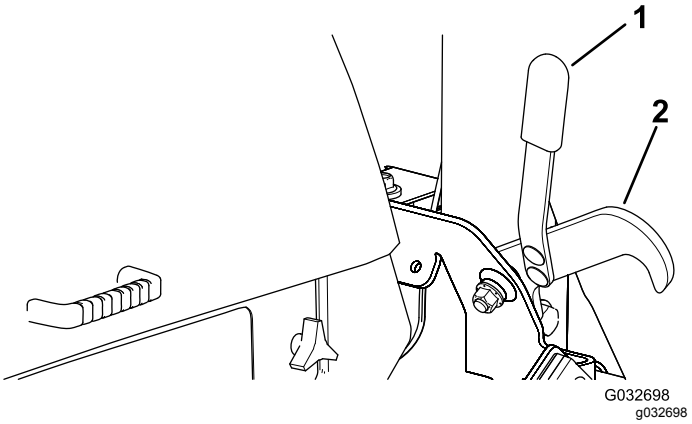

Figur 29
2. Brug håndtaget til at hægte låsene af, der fastholder skjoldene i hævet position (Figur 29).